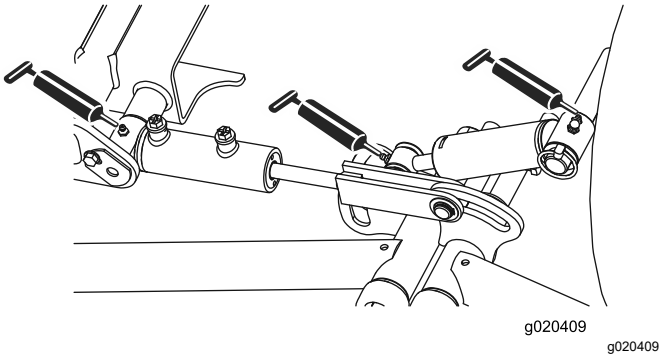

Figur 42
- Främre lyftarmstappar och lyftcylindrar (3 av varje), se Figur 42.